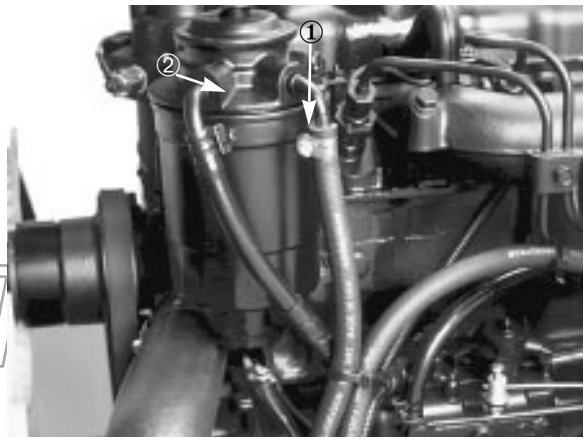

Figure 12
2. Desserrer d'un tour le bouchon de purge du filtre à carburant (Fig. 12). Actionner le piston d'amorçage (Fig. 12) jusqu'à ce que le carburant s'écoule régulièrement par l'orifice du bouchon. Lorsque le carburant ne mousse plus, serrer le bouchon vis pendant la course descendante du piston d'amorçage. Essuyer le carburant qui aura coulé.